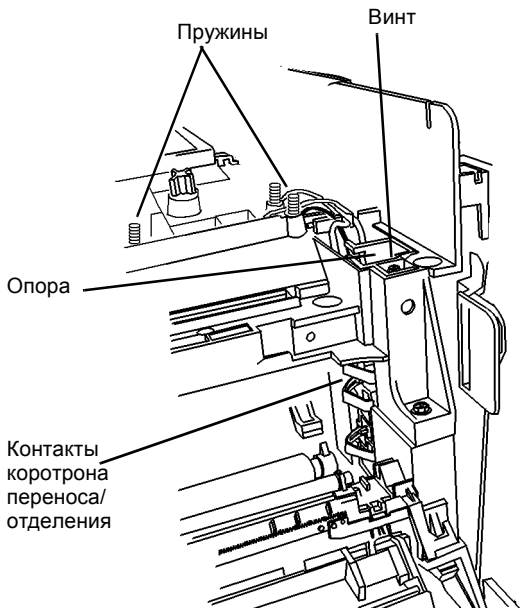

Рисунок 1 Снятие опоры контактов коротрона переноса/отделения
8. Снимите опору контактов коротрона переноса/отделения (Рисунок 1).